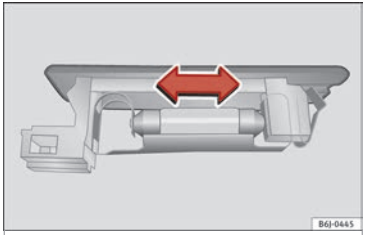

Rys. 123 Oświetlenie bagażnika.
– Poruszając żarówką na boki, wyjąć ją z obudowy ››› **rys. 123**.